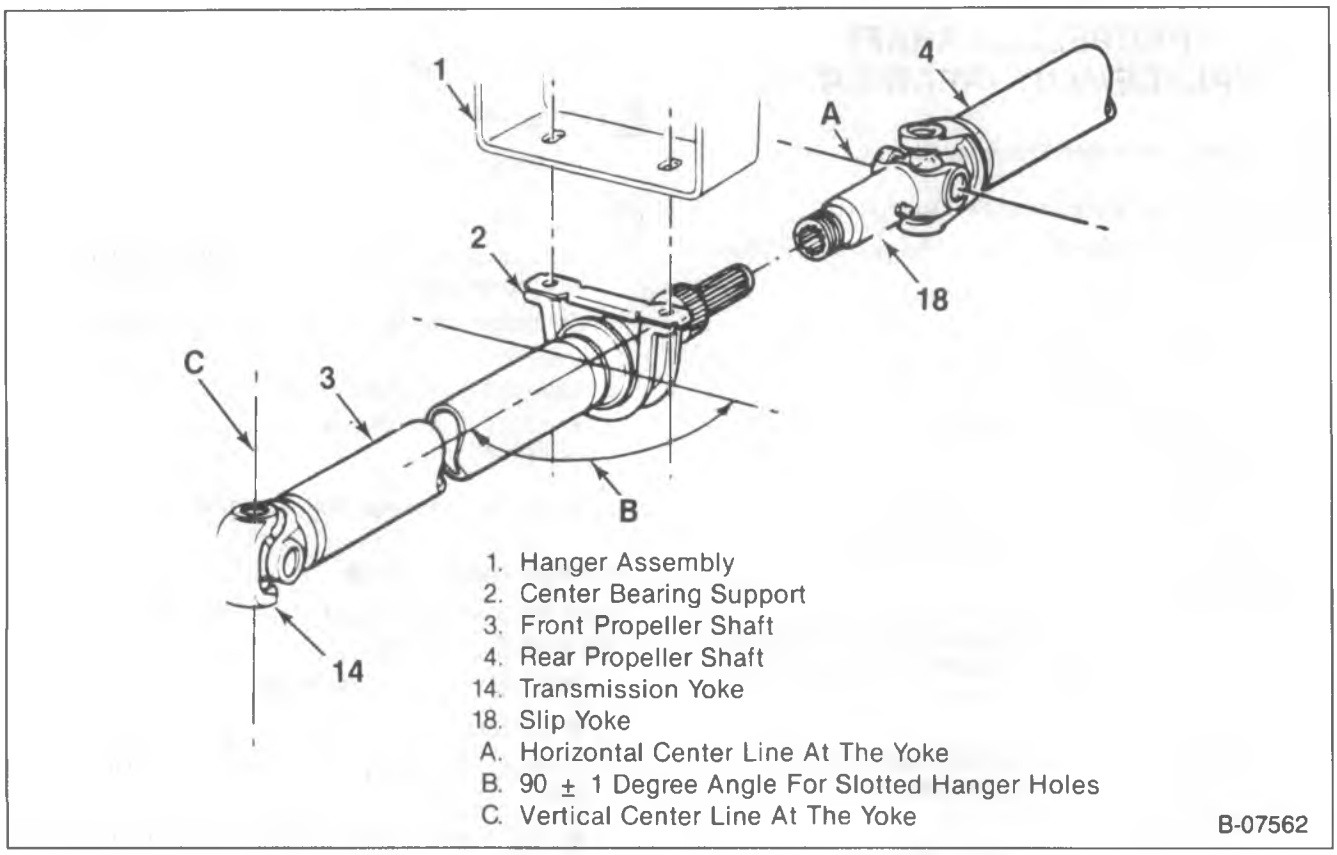

Figure 7 – Multiple Propeller Shaft Alignment; In Phase
1. Front propeller shaft up against yoke and install retainers (6) and bolts (5), lining up reference marks.
2. Bolts (16), washers (15) and nuts (13) at the center bearing support to the crossmember. Refer to figure 7 for center bearing alignment.
Install or Connect (Figures 7 and 8)
- Nuts (13) to 53 N•m (39 ft. lbs.). Maintain alignment (figure 7).
- Nuts (13) to 40 N•m (30 ft. lbs.). Maintain alignment (figure 7).
3. Front center bearing support (2) to hanger (1).
- Align the center bearing support 90 degrees to the propeller shaft center line. Refer to figure 7.
4. Bolt (16) and washers (15).
5. Nuts (13).
6. Intermediate propeller shaft (35) to front propeller shaft (3) yoke.
- Support intermediate propeller shaft (35).
7. Bolts (5) and retainers (6).
- Bolts (5) to 35 N•m (26 ft. lbs.).
8. Rear center bearing support (36) to hanger.
- Align the center bearing support 90 degrees to both the front and intermediate propeller shaft centerlines. Refer to figure 7.
9. Bolts (42) and washers (43).
10. Nuts (44).
- Nuts (44) to 35 N•m (26 ft. lbs.). Maintain alignment (figure 7).
11. Rear propeller shaft (4) slip yoke to intermediate propeller shaft (35) splines.
- Mate the missing tooth in the rear propeller shaft (4) slip yoke with the bridged tooth on the intermediate propeller shaft (35).
- Support the rear propeller shaft (4).
12. Rear propeller shaft (4) to rear axle pinion flange (7).